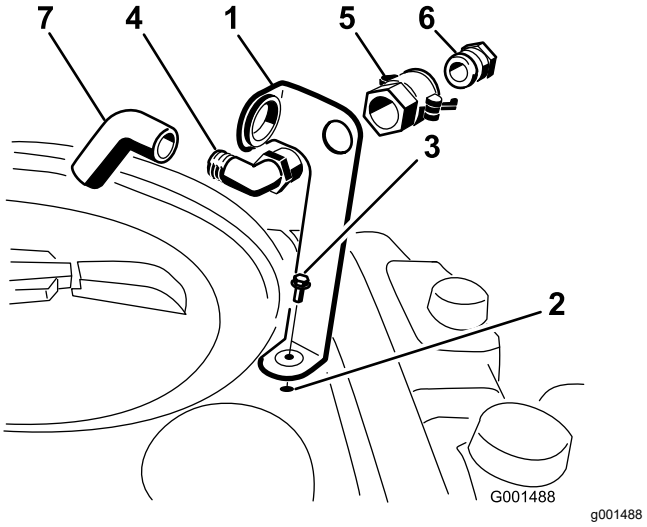

Figure 3
1. Placez le support de l'embout de remplissage sur le trou fileté de la cuve et fixez-le en place avec un boulon à embase (5/16 x 3/4 po), comme montré à la Figure 3.
2. Insérez l'extrémité filetée du raccord coudé à 90° dans le trou du support et vissez le raccord rapide dessus pour le fixer au support (Figure 3).
3. Installez l'adaptateur de flexible dans le raccord rapide (Figure 3).
4. Bloquez l'adaptateur en place en ramenant les leviers vers l'adaptateur et en les fixant en position avec les goupilles fendues (Figure 3).
5. Insérez le flexible anti-siphonnage dans la grande ouverture du support et branchez-le sur l'extrémité cannelée du raccord coudé à 90 degrés (Figure 3).